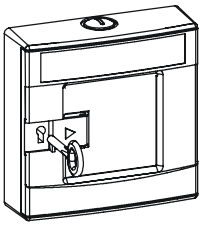

Fig. 2
1. Öffnen Sie mit dem mitgelieferten Schlüssel das Gehäuse (Fig. 2).
1. Open the housing with the key enclosed in the delivery (Fig. 2).